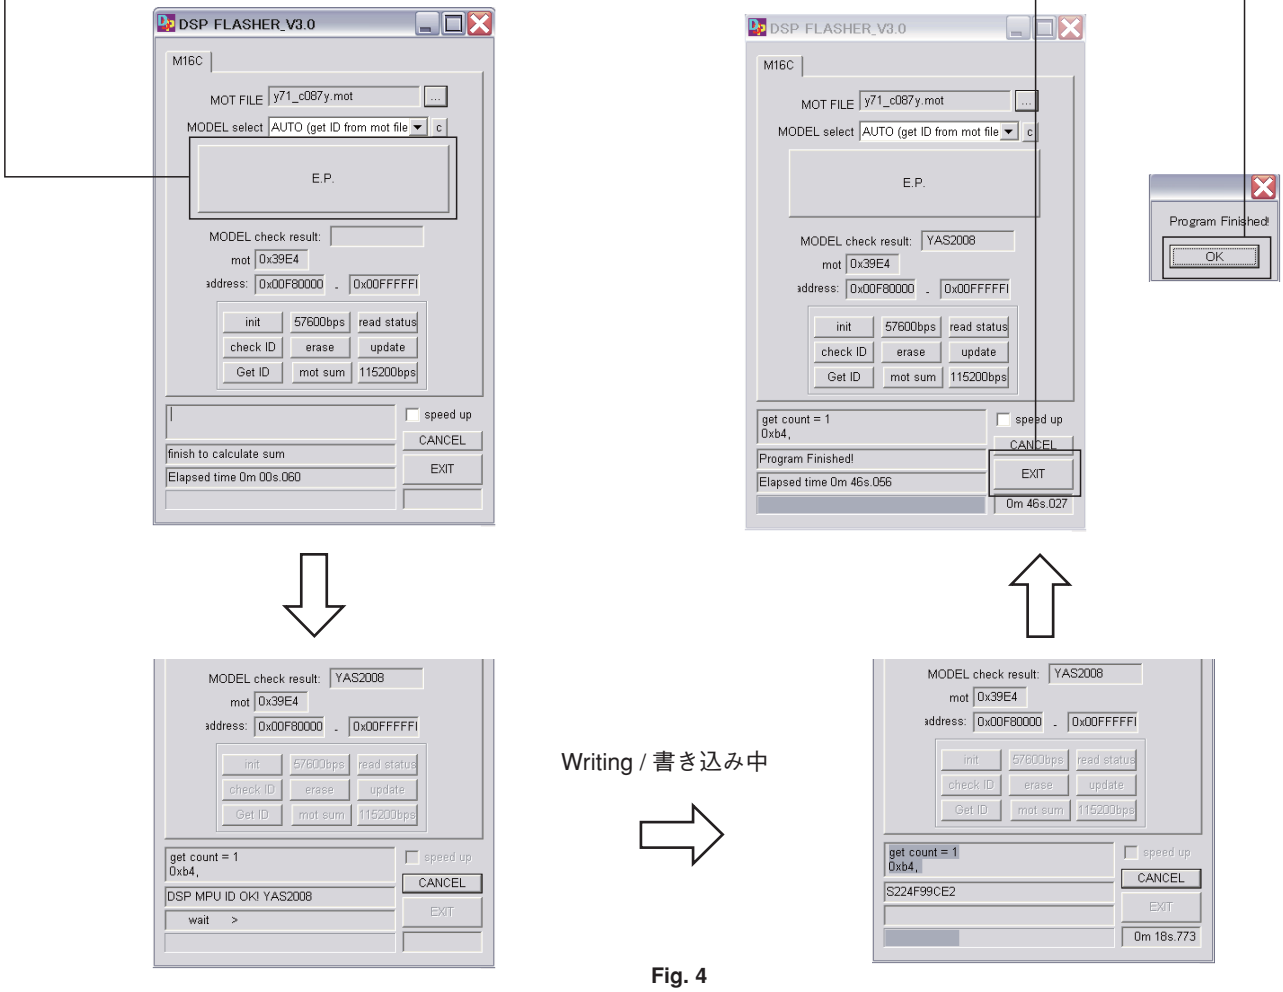

Fig. 4
8. Click [E.P.] to start writing. (Fig. 4)
9. When writing is completed, “Program Finished!” is displayed. (Fig. 4)
Click [OK]. (Fig. 4)
10. Click [EXIT] to end “DSP FLASHER_v3.0.exe”. (Fig. 4)
8. [E.P.] をクリックし、書き込みを開始します。（Fig. 4）
9. 書き込みが完了後、“Program Finished!” が表示されます。(Fig. 4)
[OK] をクリックします。(Fig. 4)
10. [EXIT] をクリックし、“DSP FLASHER_v3.0.exe” を終了します。(Fig. 4)